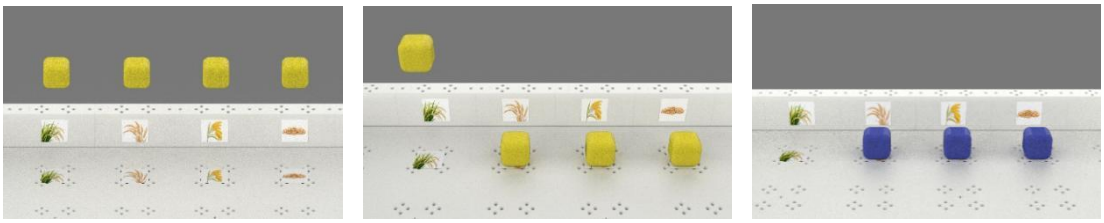

图 8 作物分类区及其上放置的作物模型、玄菽种子模型示意图
5.作物分类区：每个基础场地中有两个作物分类区，分别摆放稻、麦、粟、豆四类作物，四类作物的排列顺序现场公布。会以贴纸形式注明，每个贴纸位置分别放置一个黄色作物模型来表明对应的作物类型（正方体，边长约 50mm，约 18g/个，布面材质）。三个蓝色的玄菽种子模型（正方体，边长约 50mm，约 18g/个，布面材质，若出现该种子模型，则为“艺链农耕”任务完成的额外奖励）。如图 8 所示。